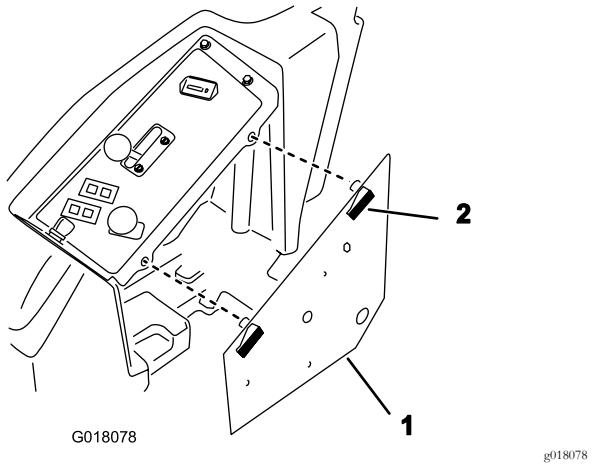

図 7
2. コントロールパネルアセンブリのラッチを外して取り出し、脇に置く図 7。